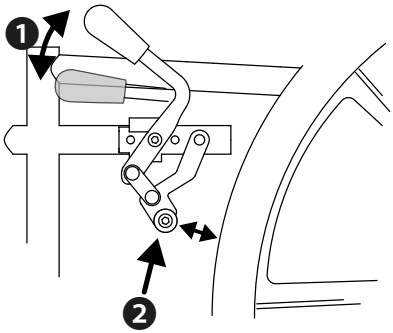

fig.11
1. Empuje las palancas de freno de ambos lados (1) hacia delante hasta que note que han encajado y las zapatas de freno (2) bloqueen las ruedas (fig. 11).